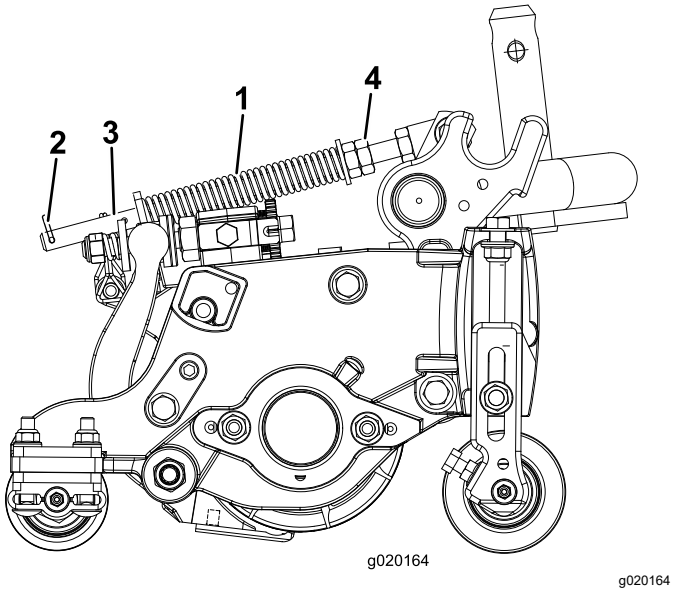

**Figur 12**
Gräsutjämningsfjädern (Figur 12) överför vikt från den främre till den bakre valsen. Detta hjälper till att minska förekomsten av det speciella vågformade mönster i gräsmattan som kallas för ”ondulering” eller ”bobbing”.
1. Se till att hårnålssprinten sitter i det bakre hålet på fjäderstången (Figur 12).
2. Dra åt sexkantsmuttrarna på fjäderstångens främre ände, tills fjäderns sammanpressade längd (Figur 12) är 12,7 cm.